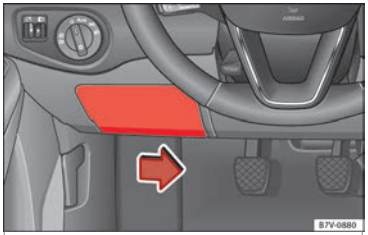

Fig. 58 On the driver-side dash panel: fuse box cover.
- To remove the cover, move the activation lever in the lower part to the right ››› **Fig. 58**.